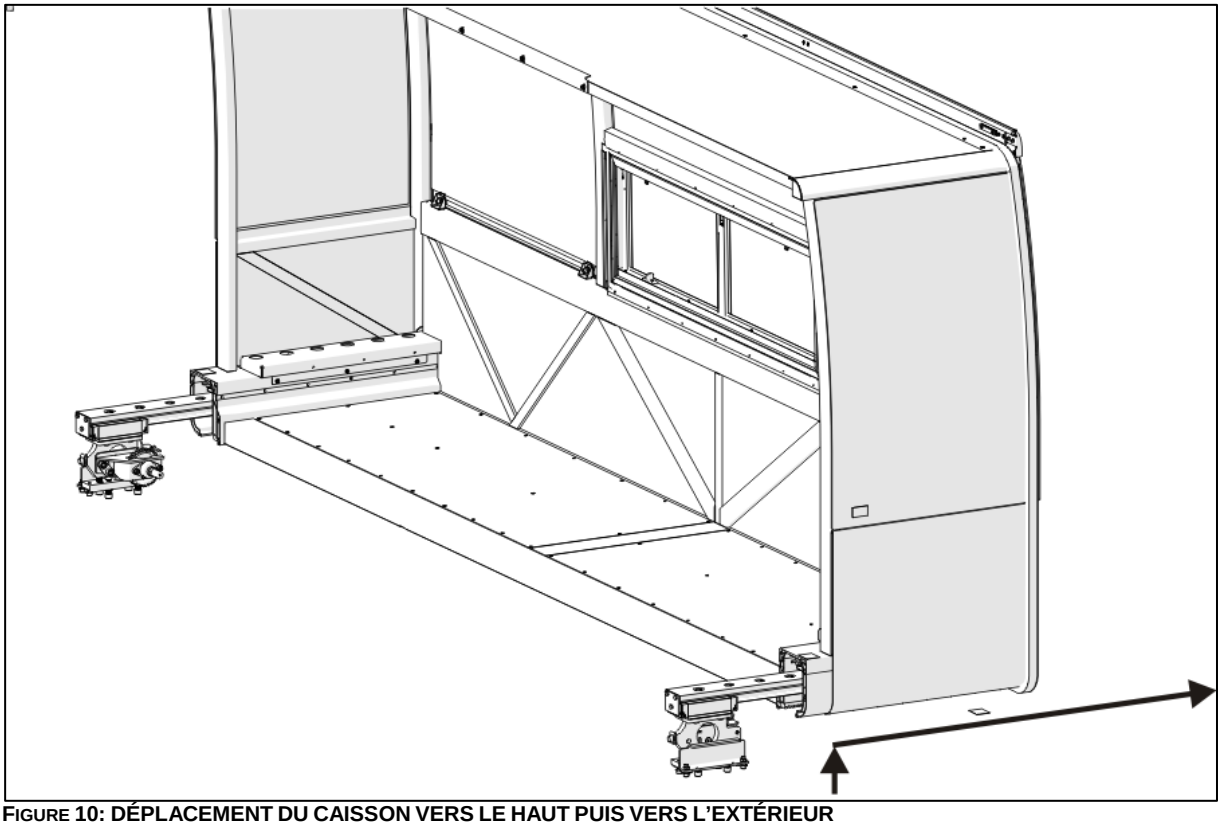

FIGURE 10: DÉPLACEMENT DU CAISSON VERS LE HAUT PUIS VERS L'EXTÉRIEUR
18. Doucement tirer sur le caisson en ligne droite vers l'extérieur en le maintenant de niveau. (Figure 10)